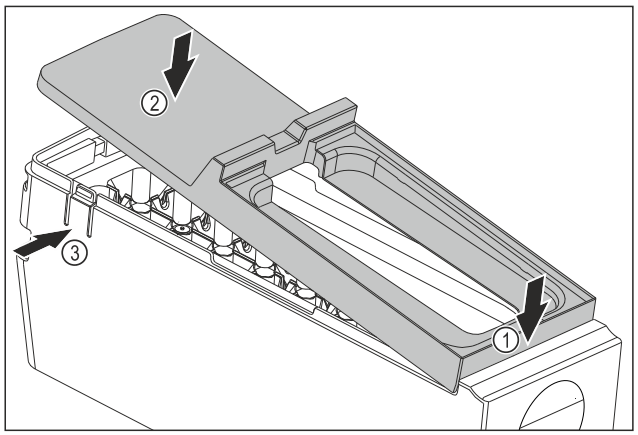

Fig. 148
▶ Montering af EasyTwist-Ice-legemets afdækning: Påsæt afdækningen foran. *Fig. 148 (1)*
▶ Sænk afdækningen bagtil. *Fig. 148 (2)*
▷ Afdækningen går hørbart i indgreb i begge lasker *Fig. 148 (3)*.